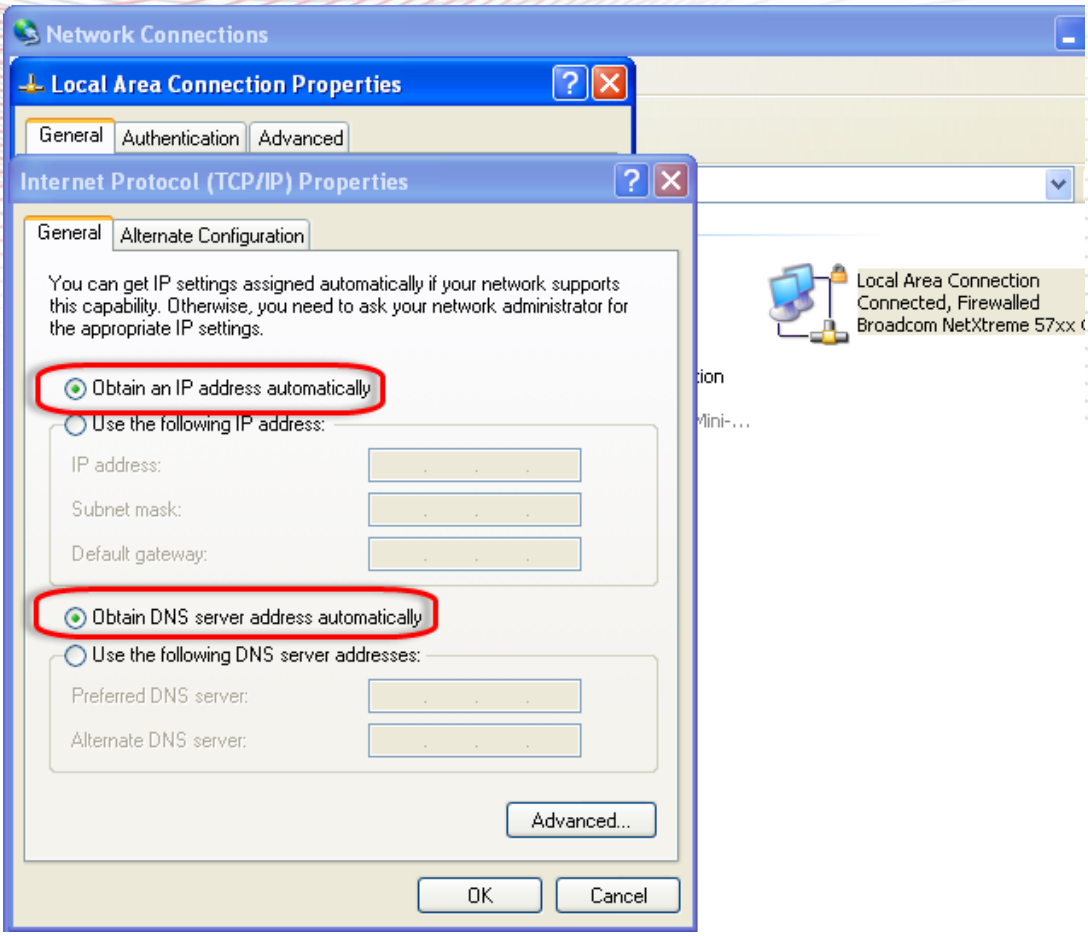

Figure 6. TCP/IP Properties Configuration – Slave devices
4. Open a browser window and enter the default gateway in the navigation bar to access the WebOMT page. Figure 6 shows an example using https://10.7.3.200 as the default gateway.
2. Change the TCP/IP properties (see Figure 6):